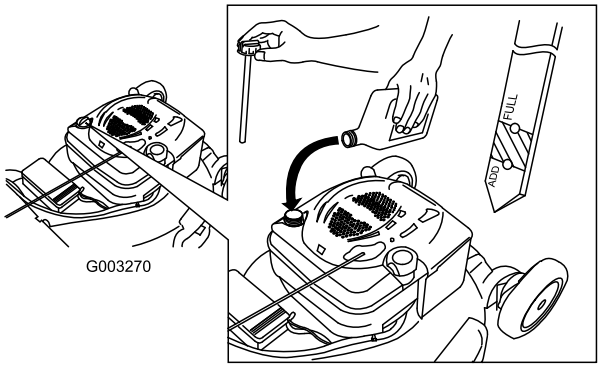

Figura 37
4. Versate **lentamente** l'olio nel tubo di riempimento finché non raggiunge il segno di pieno sull'asta (Figura 37). **Non riempite troppo.** (Riempimento massimo: 0,59 litri, tipo: olio detergente SAE 30 con service classification API SF, SG, SH, SJ, SL o superiore.)